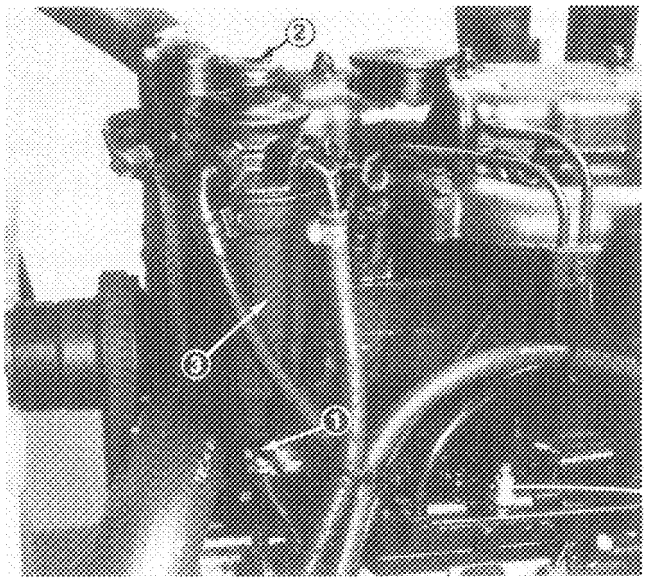

Figure 31
1. Draining Water From Fuel System (Fig. 31) – Drain water from fuel system daily or when warning light indicates excess water has collected. To drain, loosen drain fitting on bottom of fuel filter. Drain into a container until only fuel is evident.